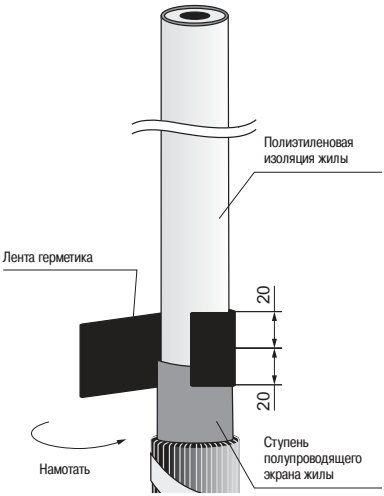

Рисунок 6
4.11 Для к ждой жилы плотно н мот ть ленту герметик с з ходом по 20 мм н ступень полупроводящего экр н и н поверхность полиэтиленовой изоляции, обж ть рукой (рисунок 6).